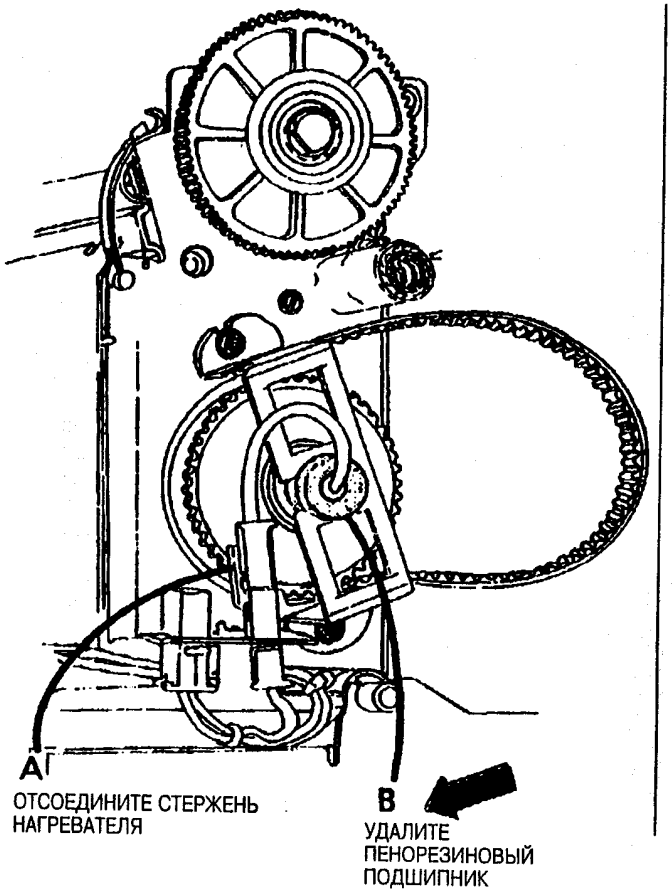

Рис. 1. Приготовьтесь к удалению нагревательного стержня
7. (Рис. 1): Приготовьтесь к удалению нагревательного стержня.